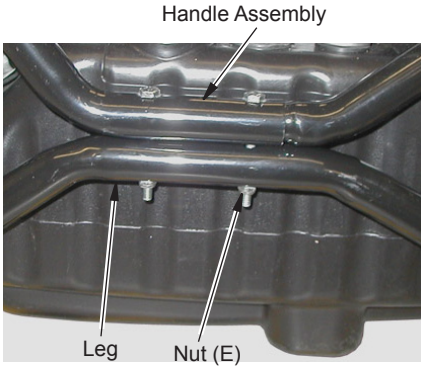

Figure 10 - Handle and Leg Assembly
13. Secure assembly with nuts (E) (see Figure 10).